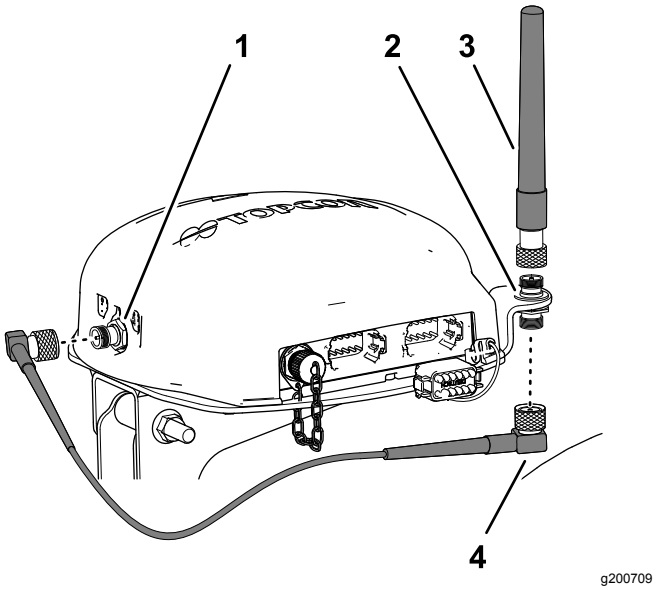

Rysunek 160
3. Zamocuj antenę RTK do górnego złącza łącznika koncentrycznego i dokręć palcami nakrętkę radełkowaną anteny (Rysunek 160).
4. Luźno zamocuj przewód anteny do dolnego złącza łącznika koncentrycznego (Rysunek 160).
5. Poprowadź przewód wzdłuż tylnej strony odbiornika nawigacyjnego i do złącza koncentrycznego modemu komórkowego CDMA lub GSM (Rysunek 160).
6. Podłącz przewód anteny do złącza koncentrycznego modemu komórkowego CDMA lub GSM (Rysunek 160).